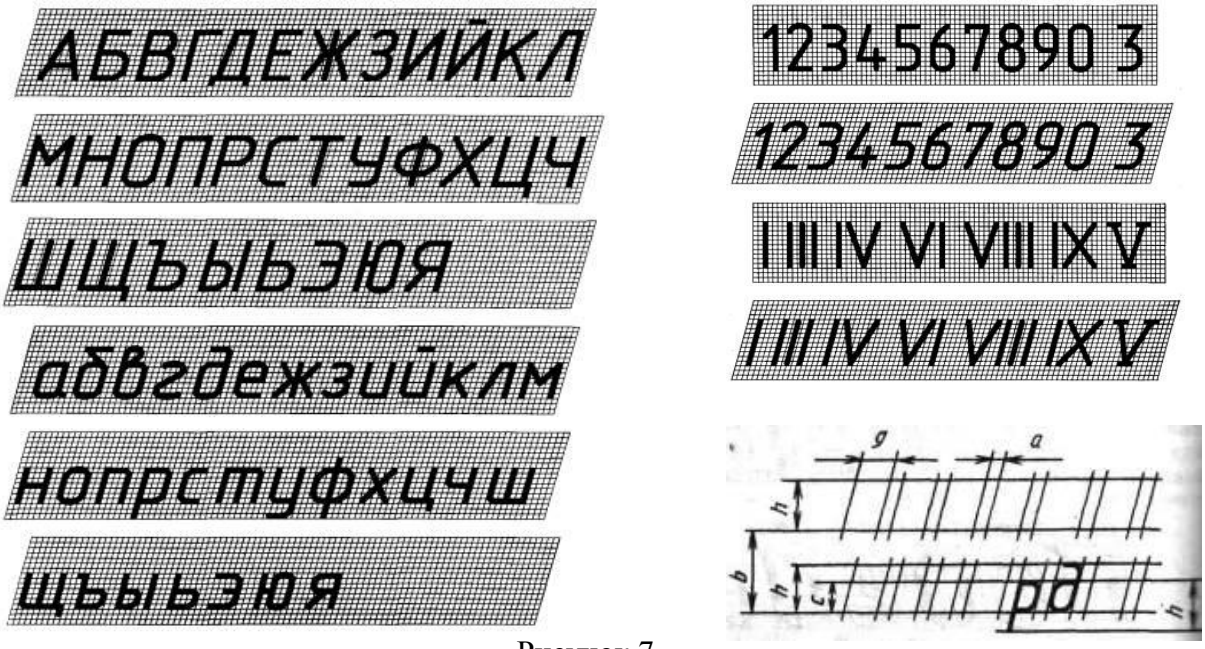

Рисунок 7
2) Чертёжным шрифтом русского алфавита (рис. 7) заполнить зоны титульного листа определив размеры и начертание букв из таблицы 2 в соответствии с ГОСТом 2.304-81.